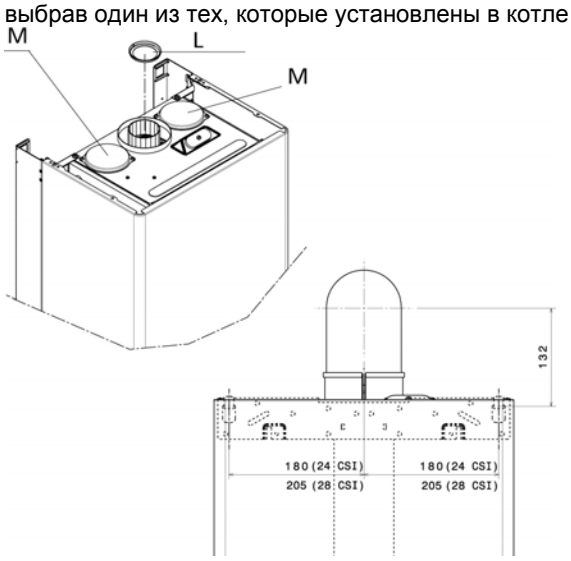

Рис. 3.6
Котел поставляется подготовленным к присоединению к коаксиальным дымоотводам/воздуховодам. Отверстие (M) для забора воздуха (рис. 3.6) закрыто.
На рис. 3.6 показаны базовые расстояния, необходимые для прокладки коаксиального дымоотвода/воздуховода. Расстояния отмеряются от крепежного кронштейна котла.